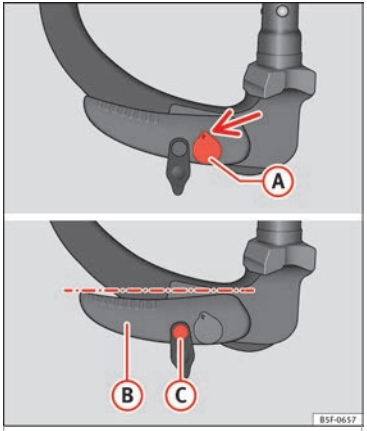

**Fig. 216** Standby position: Position of the lever and the release bolt.
- Key (A) ››› **Fig. 216** is in the released position (the part of the key with the holes is facing upwards).
- Lever (B) ››› **Fig. 216** is in the bottom position.
- The release bolt (C) ››› **Fig. 216** can be moved.